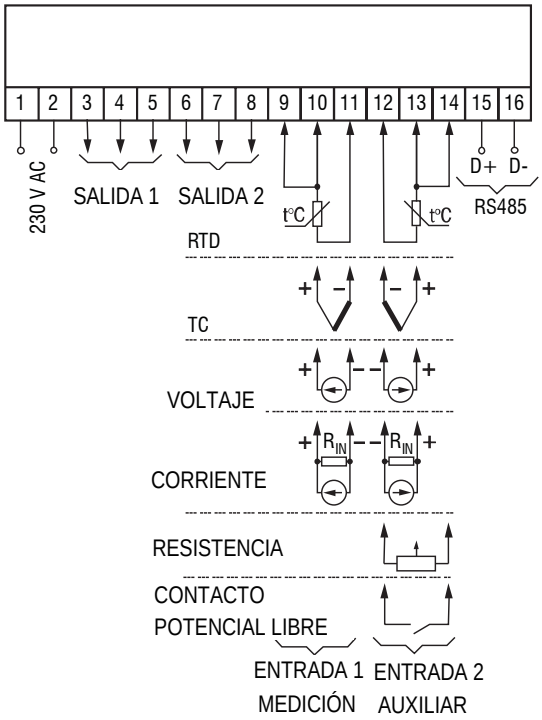
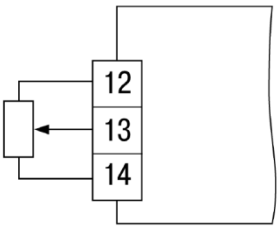

Fig. 5.1 Esquema de bloques de terminales
Fig. 5.2 Potenciómetro
- El esquema de los bloques de terminales se muestra en la Fig. 5.1 y la asignación de terminales en la tabla 5.1.
- Las entradas deben ser cableadas según Fig. 5.1...5.2.
El sensor resistivo de posición (potenciómetro) debe ser conectado según la Fig. 5.2. El sensor de posición por corriente puede ser conectado como otro sensor de corriente según la fig. 5.1. Los rangos válidos de medición son 0-2 kohm, 4-20 mA, 0-20 mA, 0-5 mA.